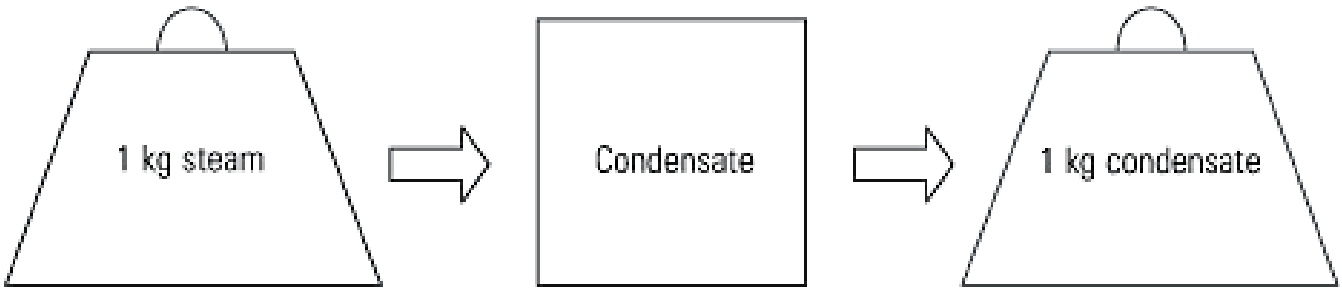

Figure 1—1 kg of steam condenses completely to 1 kg of condensate
- Kilogram of condensate formed at same pressure and temperature (Figure 1)